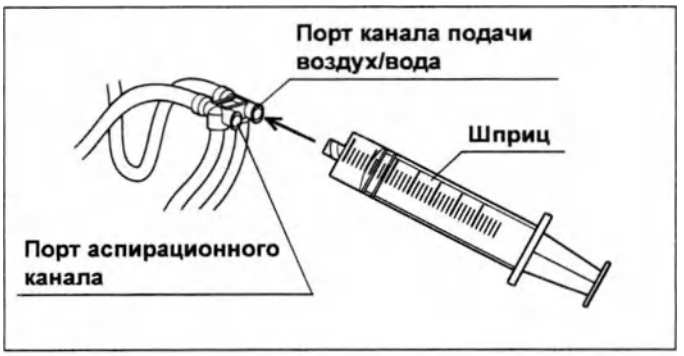

Рис. 6.17
3. Присоедините шприц к порту канала подачи воздух/вода инъекционной трубки. (см. рис. 6.17)
9 Присоедините шприц к порту канала подачи воздух/вода инъекционной трубки. (см. рис. 6.17)